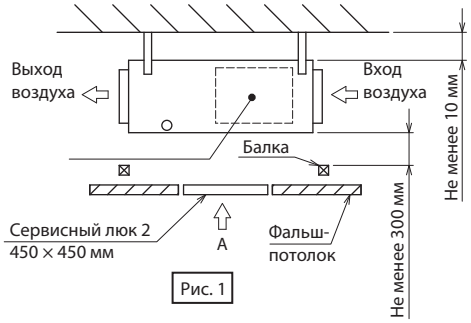

Рис. 1
1) Доступно 300 мм и более пространства между блоком и фальшпотолком (рис. 1).